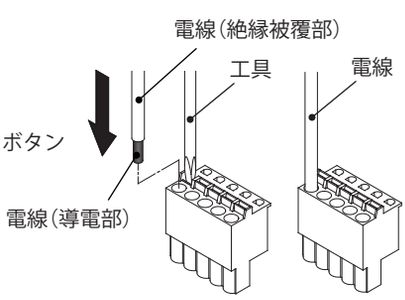

図6
3. リリースボタンを押し込んだ状態で電線挿入穴に電線を奥まで挿入してください。（図 6）